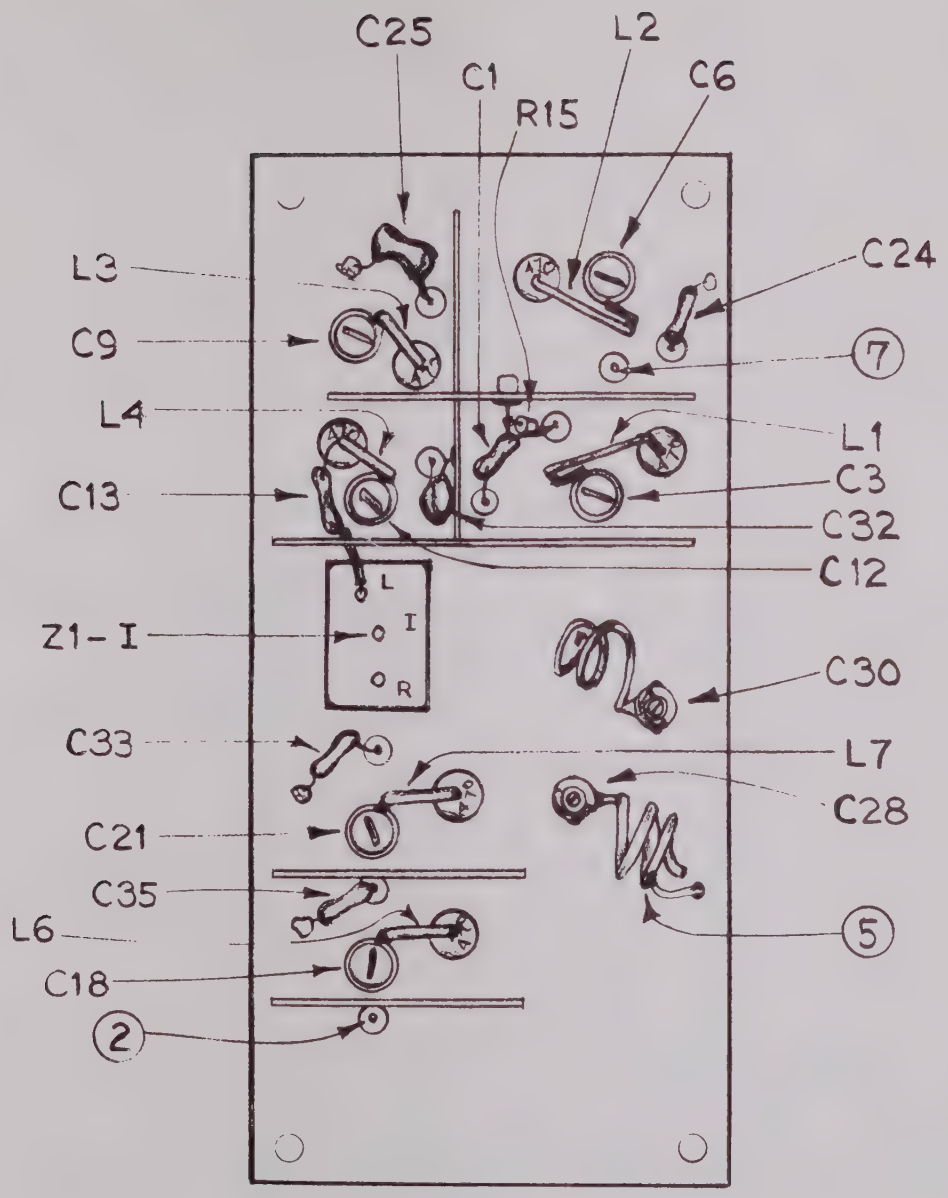

Figure 4-12. A8 Board, Location Diagram
4.5.29 BOARD A8 ADJUSTMENT (FIGURE 4-12).